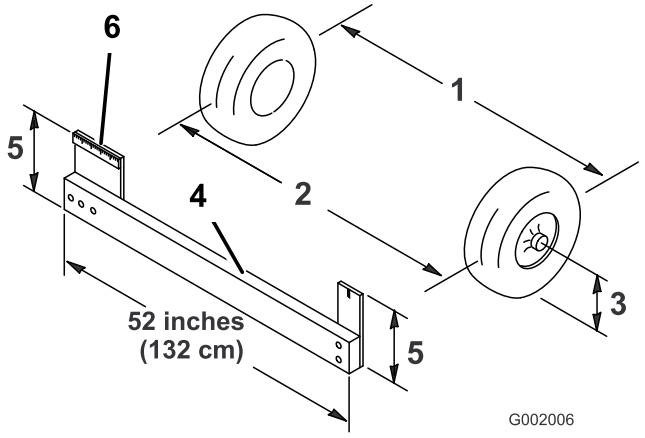

Figur 58
4. Mål afstanden mellem begge fordækkene ved akselhøjden ved både forsiden og bagsiden af fordækkene (Figur 58). Der skal bruges en opspændingsanordning eller en justeringsmåler til målingen bag på fordækkene ved akselhøjde. Brug den samme opspændingsanordning eller justeringsmåler til at foretage en præcis måling foran på fordækkene ved akselhøjde (Figur 58).